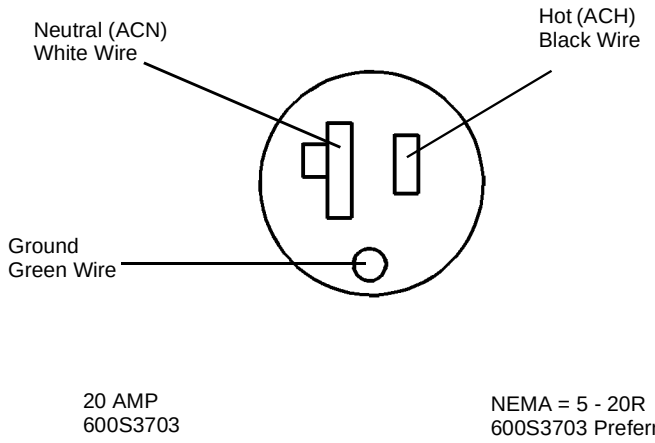

**Figure 1 Checking the Ground and AC voltages**
1. ( Figure 1): Check the Ground and AC voltages.